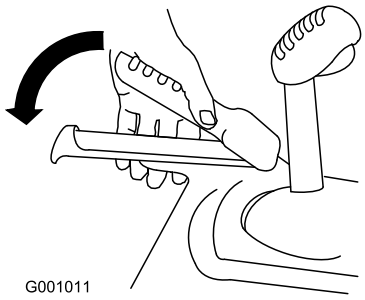

Bild 13
3. Drücken Sie den linken Griff (Fahrantrieb) zum Handgriff (Bild 13).
6. Drücken Sie den linken Griff (Fahrantrieb) zum Handgriff (Bild 13).